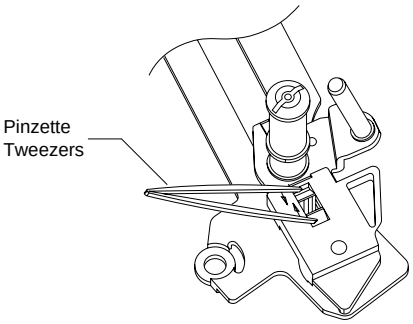
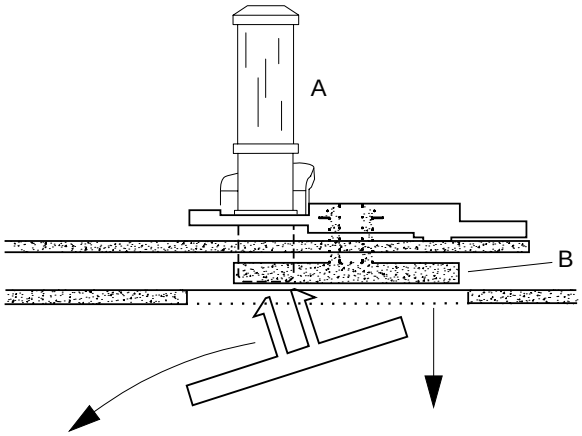

Fig. 18
Fig. 19
- Mit einer Pinzette die beiden Schnapphaken zusammendrücken und die Umlenkrolle von der Platte (Fig. 18) abnehmen.
- Mit einer Pinzette die beiden Schnapphaken zusammendrücken (Fig. 18) und die Umlenkrolle "A" von der Platte "B" abnehmen (Fig. 19).
- Fädelarm links aus der Platte aushängen und diese durch die Aussparung im Chassis nach unten aus dem Laufwerk entfernen (Fig. 19).
- Compress the two snap hooks by means of tweezers and remove the reverse roller from the holding plate (Fig. 18).
- Unhook the tension arm spring (pos. 11) to avoid the tension arm spring being pre-loaded.
- At the bottom side of the tape deck, partially unhinge the sensor print and remove the tension lever (pos.112N).
- Compress the two snap hooks by means of tweezers (Fig. 18) and remove the reverse roller "A" from the plate "B" (Fig. 19).
- Release the loading arm (left) from the holding plate and withdraw the latter through the cutout in the chassis (Fig. 19).